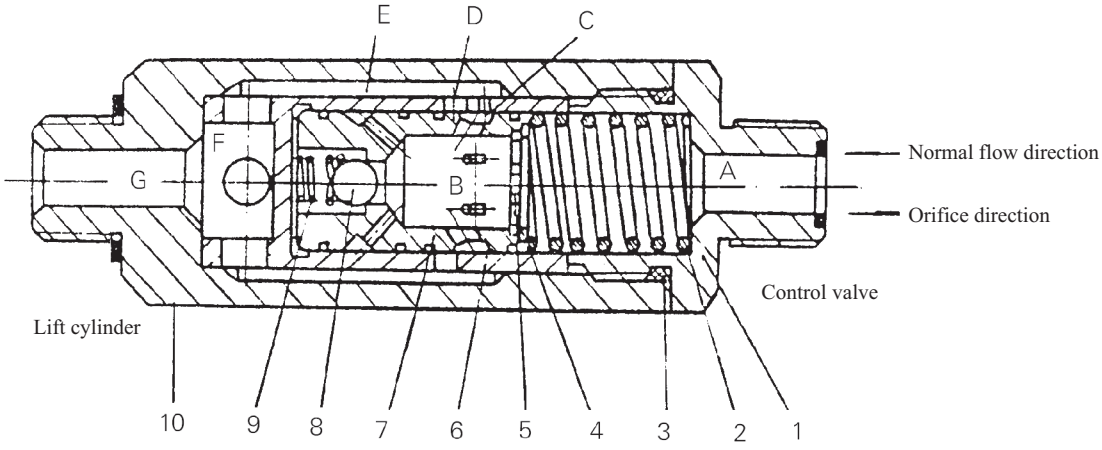

Fig.9-10 Flow regulator valve
The flow regulator valve, located in the lift cylinder circuit to limit the descending speed of loaded forks, has the construction as shown in Fig.9-10. When the lift spool is placed in the "lift" position, the oil from the control valve flows through the oil chambers A and B, oil holes C, D, E and F, and the chamber G to the lift cylinder without any regulation. When the lift spool is placed in the "down" position, the oil flows in the reverse direction. When the oil passes the orifice plate(5) and a pressure difference generates between the chambers A and B, the purssure